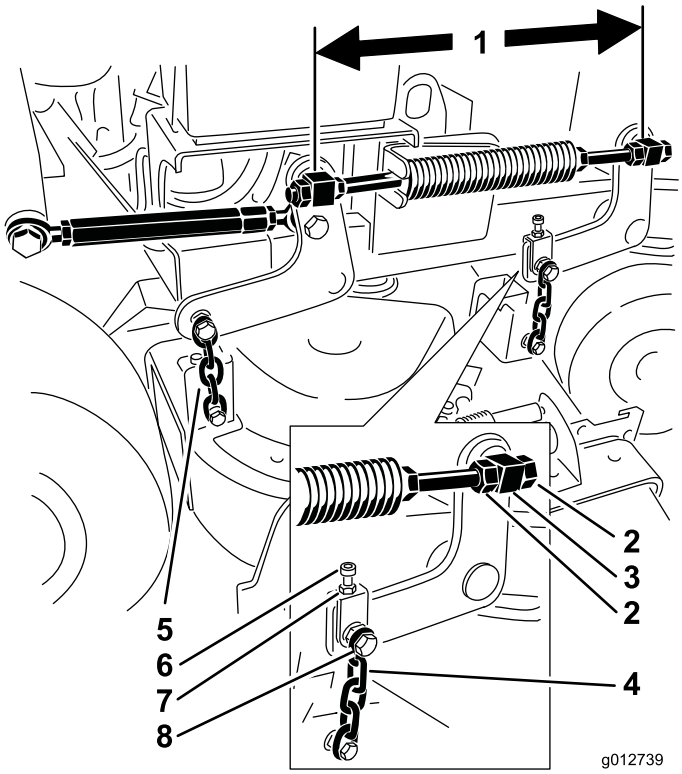

Figuur 84
6. Controleer de afstand tussen de wartels, meet in het midden van de wartels (de lengte van midden tot midden) op de draadstang. Deze afstand moet 49,5 cm bedragen voor maaidekken van 91 cm en 43,7 cm voor maaidekken van 102 cm (Figuur 84).
9. Gebruik de contramoeren bij de voorste wartel om de lengte tussen de voorste en achterste wartel aan die kant aan te passen (Figuur 84).
11. Gebruik de stelbout om evenveel spanning op beide kettingen aan de voorkant te krijgen (Figuur 84).
5. Draai de moer op de bovenste kettingbout en de contramoer op de stelbout los (Figuur 84).
6. Gebruik de stelbout om de voorzijde 6 tot 10 mm lager in te stellen aan de voorkant bij punt **A** dan aan de achterkant bij punt **B** (Figuur 84).